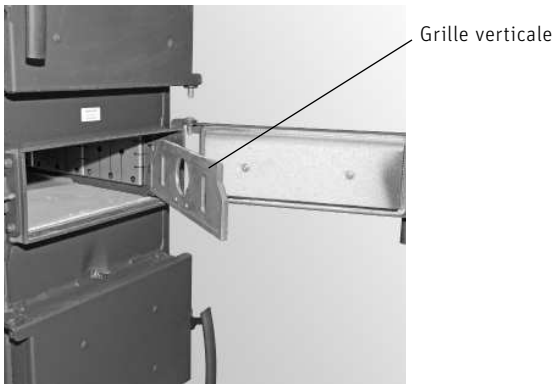

Fig. 33 Porte d‘allumage: décrocher la grille verticale et l‘accrocher au côté opposé
- Porte d‘allumage: Décrocher la grille verticale et la raccrocher au côté opposé - Fig. 33.